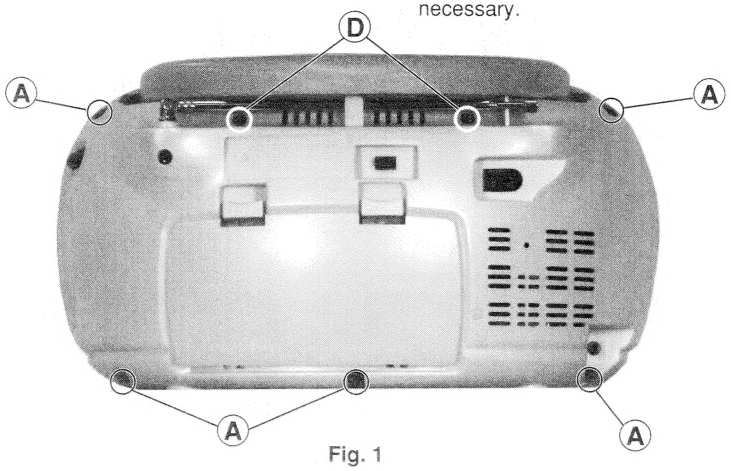

Fig. 1
- 5 Schrauben Ⓐ herausdrehen (Fig. 1).
- Undo 5 screws Ⓐ (Fig. 1).
- 2 Schrauben Ⓓ (Fig. 1) herausdrehen.
- Undo 2 screws Ⓓ (Fig. 1).